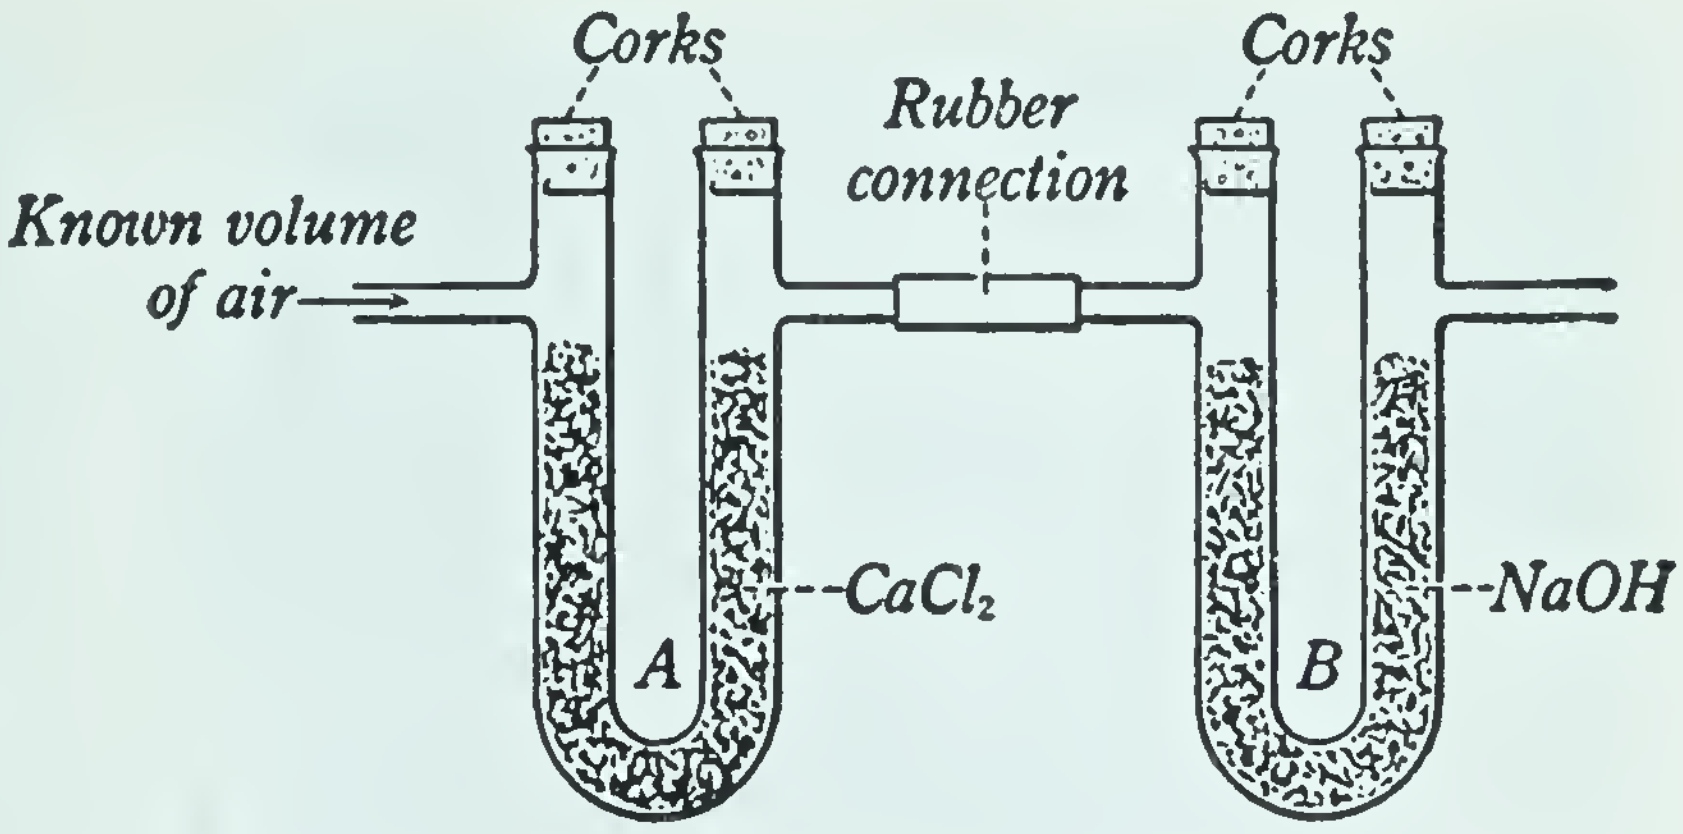

FIG. 197. Apparatus used in determining the percentage of carbon dioxide and water vapor in air
3. ***Water vapor and carbon dioxide.*** These two can be measured by passing a known volume of air through two tubes, the first filled with calcium chloride, and the second with sodium hydroxide (Fig. 197). The calcium chloride removes the water vapor, and the sodium hydroxide removes the carbon dioxide. The tubes and contents are weighed separately before and after the air is passed through them. The increase in their weights gives us the *weights* of water vapor and of carbon dioxide in the original volume of air.